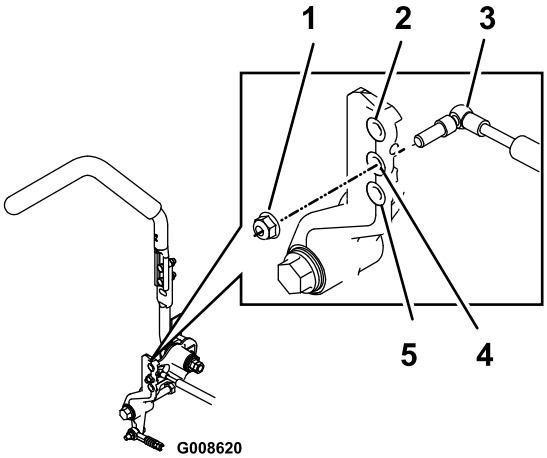

Figur 64
2. Fjern låsemøtrikken, flyt dæmpermonteringsbolten til den ønskede position og monter låsemøtrikken. Se Figur 64 for at få oplysninger om justeringsmulighederne.